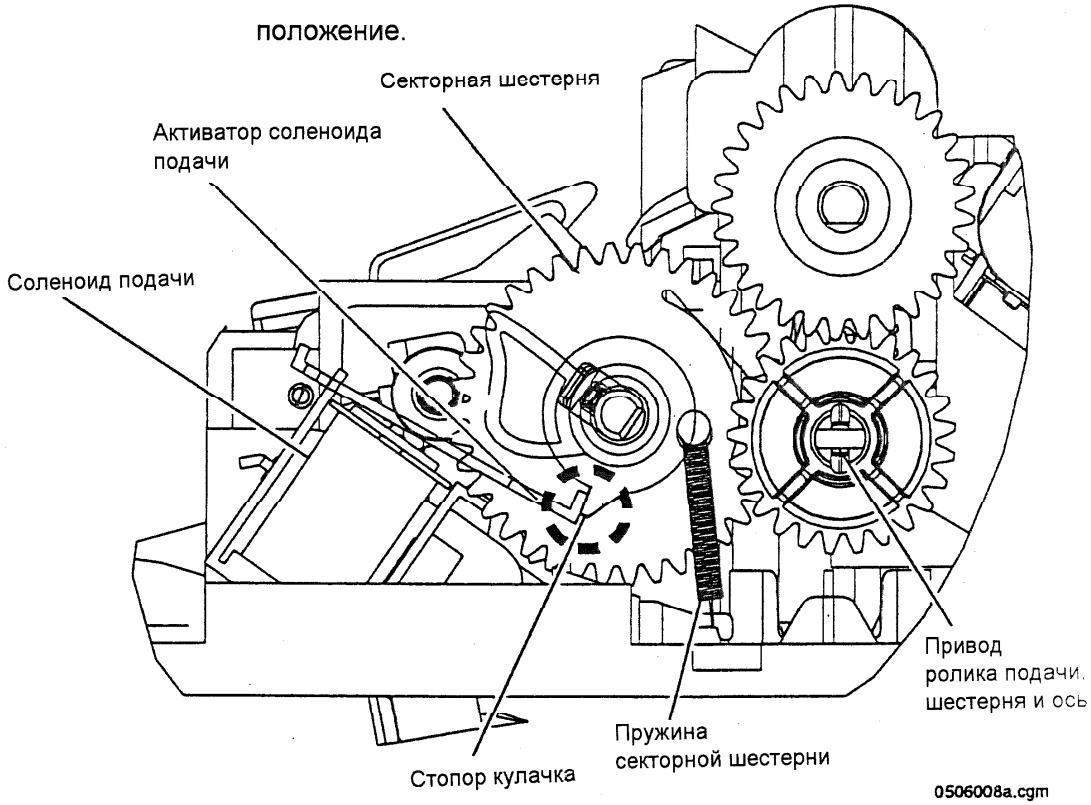

Рис. 6. Механизм секторной шестерни обходного лотка (муфты)
- Секторная шестерня имеет участок без зубьев и находится на конце оси подающего ролика (см. **Механизм секторной шестерни обходного лотка** на рис. 6 и 7).
a. Сигнал о наличии бумаги принимается схемой управления главной печатной платы. Если бумага обнаружена, срабатывает **муфта регистрации** (см. рис. 6 и 7); приводя в движение ролик регистрации.